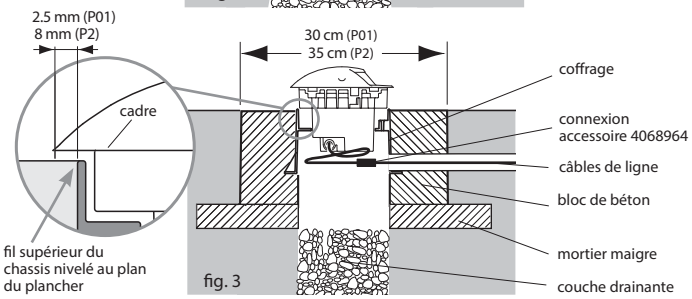

fig. 3
5) se référer à la figure 3. Étaler une couche de mortier maigre sur lequel appuyer le bloc de fondation en laissant au centre un trou d'au moins 6 cm (P01) ou 20 cm (P2) de diamètre pour le drainage . Prévoir le passage des câbles électriques.
6) insérer le coffrage dans un bloc de fondation en béton dosé à 200 Kg de ciment type 325 par mètre cube de mélange ayant un diamètre (ou un côté) non inférieur à 350 mm. Le bord supérieur de le coffrage devra être parfaitement nivelé au plan du sol selon le detail de fig.3.